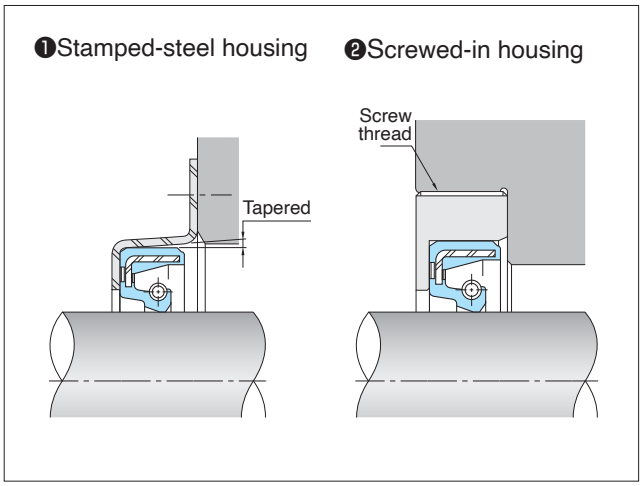

Fig. 6-4 Improper Housing Bore Designs
Fig. 6-4 illustrates two improper housing designs. For case ❶, since stamped steel is used, the hole surface is apt to be tapered and the inside diameter or roundness will vary, causing the oil seal to leak or even become dislodged.